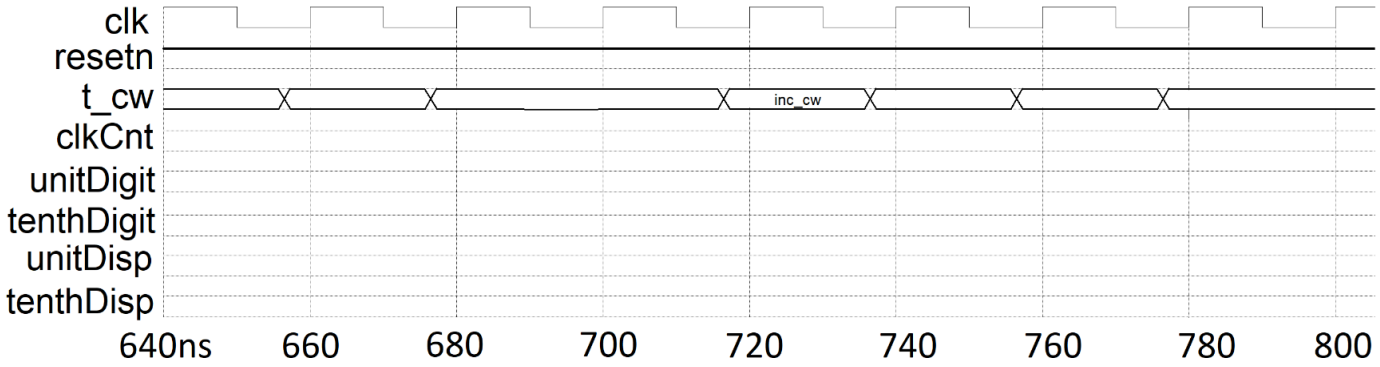

Figure 9.3: Complete the timing diagram using the control words found in the testbench.
Once you have the do file complete, launch the testbench simulation in Questa and compare the expected output from Figure 9.3 against the actual output from your simulation. Since you will not be synthesizing your design, you need to ensure **perfect** functionality as you will use this module in an upcoming lab. Do this by looking for discrepancies starting at time 0 and only advancing the simulation when everything is correct. You will have to transcend the design hierarchy to find the source of your errors. Most errors are due to incorrect wiring of modules – wrong signal names or wrong signal order.
- Complete timing diagram from Figure 9.3.